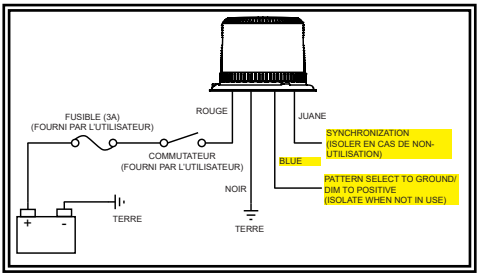

Figure 3
4. Reliez les câbles d'alimentation comme indiqué dans la section sur le câblage (voir figure 3).